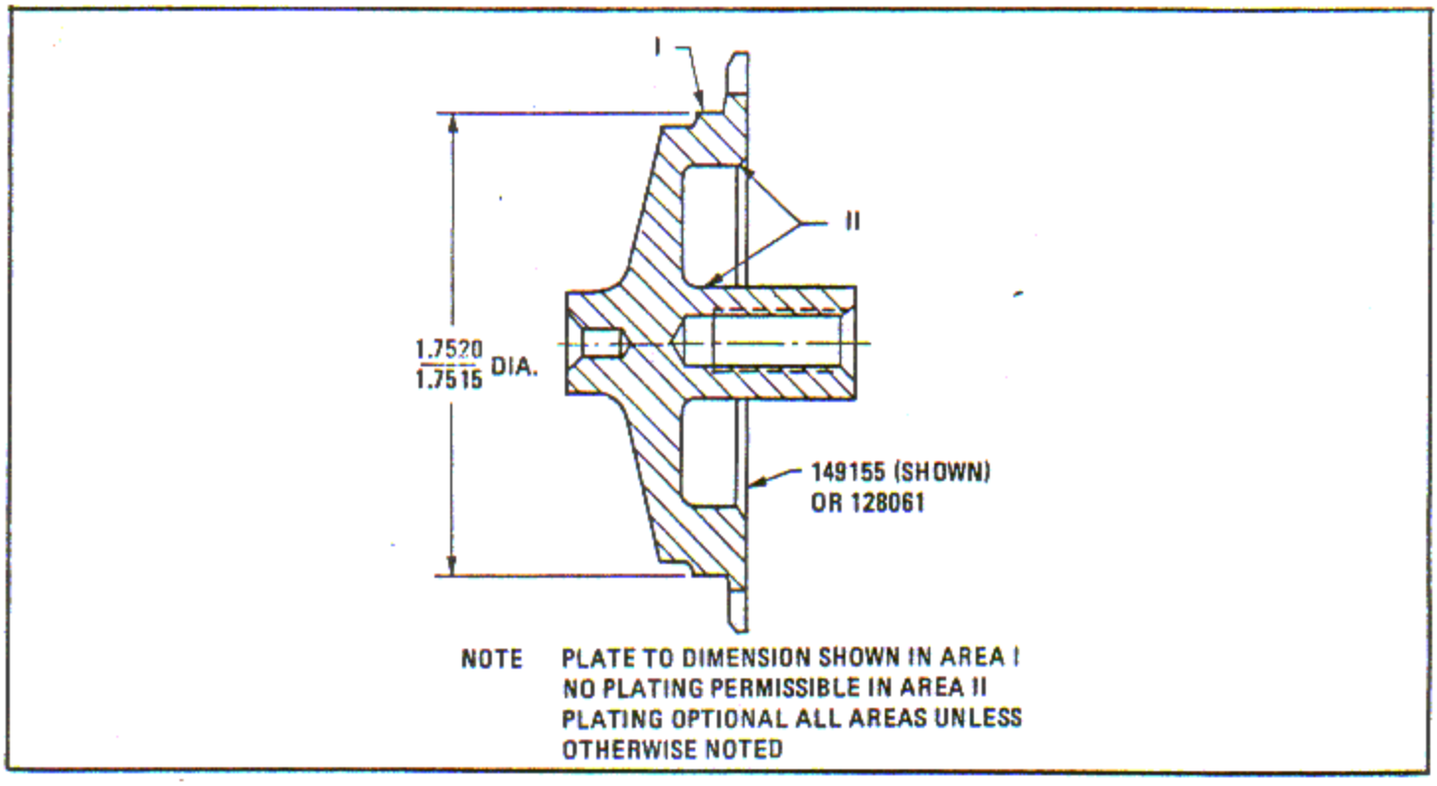

Figure 6-261. Reconditioning Accessory Drive and Starter Shaft Oil Retaining Plug
a. Accessory drive and starter shaft oil retaining plugs which are worn to the extent that a satisfactory fit cannot be obtained with the accessory drive and starter shaft may be copper plated as shown in figure 6-261.
b. For local application, Type II copper plate the accessory drive and starter shaft oil retaining plug in the area shown in figure 6-261.